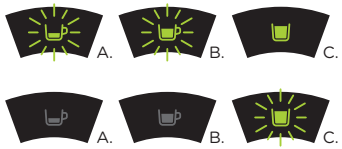

Fig. 19: Programación del botón de extracción de té.
- A continuación deberá pulsar el botón de extracción de té hasta los indicadores luminosos de los botones de extracción de café expresso y largo parpadearán. Pulse el botón de extracción de té (ver **Fig. 19**). Los indicadores luminosos de los botones de extracción de café espresso y largo se apagarán.